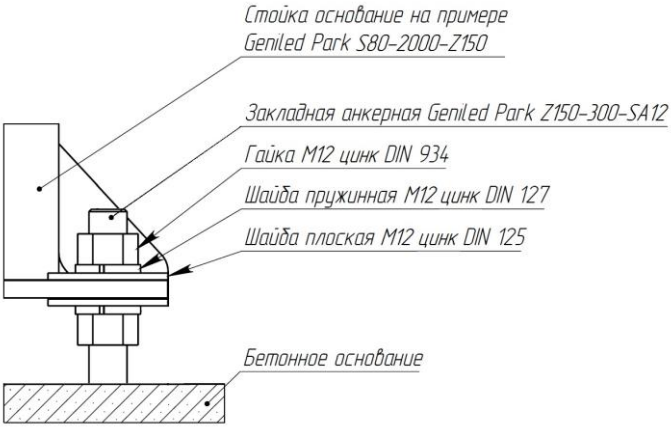

Рисунок 3. Узел крепления стойки на анкерную закладную
4.1. Закладные анкерные необходимо устанавливать на стилобат и заливать их бетоном. Крепление к ним осуществляется 4 комплектами крепежных элементов размера **M12:** 2 гайки, 2 шайбы, 2 гровера (см. рис.3).